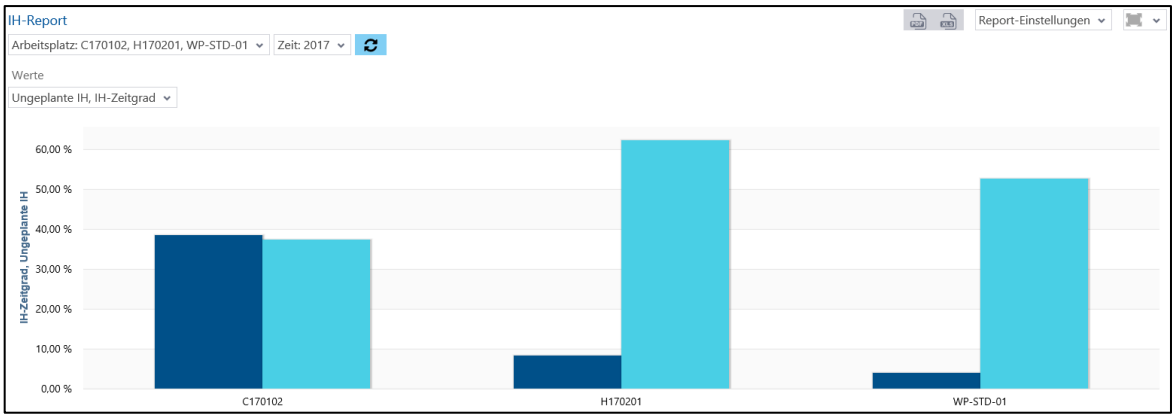

**Bild 161: IH-Report als Säulendiagramm**
- IH-Report als Säulendiagramm (Bild 161):